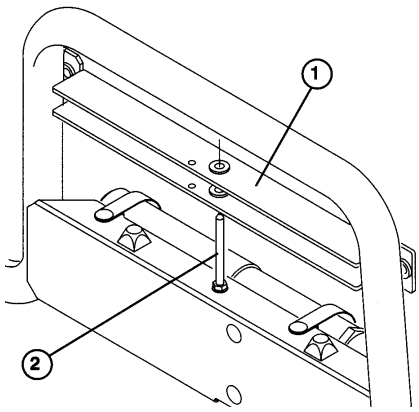

**Figure 23**
2. Remove the bed support from storage stud on top of the back rest support channel on the Workman (Fig. 23).